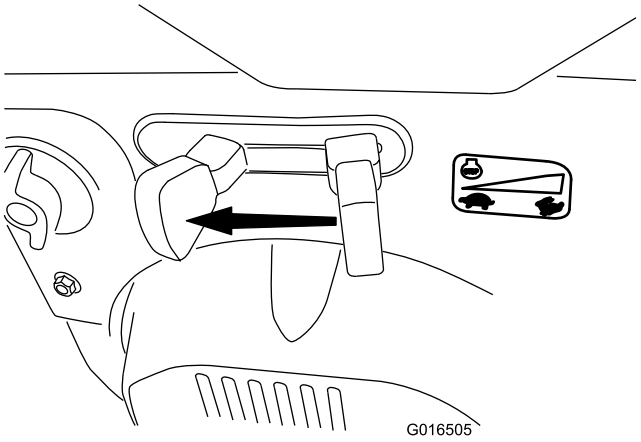

Figur 32
1. Sett gassen til Sakte-stilling, og så til Stopp-stilling (Figur 32) for å slå av motoren. Motoren kan også stoppes ved å trekke tenningsnøkkelen utover til den midterste stillingen.